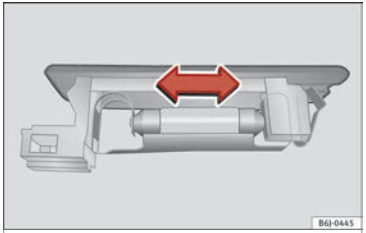

Fig. 111 Boot light.
– Press the bulb sideways and remove it from its housing ››› Fig. 111.